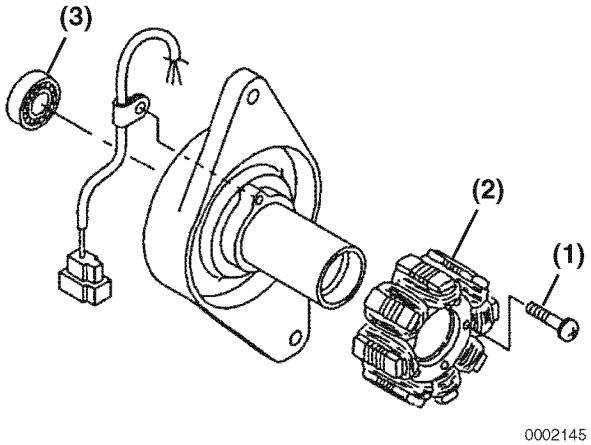

Figure 12-27
1. Reinstall the rear bearing **(Figure 12-27, (3))**.
2. Reinstall the stator **(Figure 12-27, (2))** and screws.